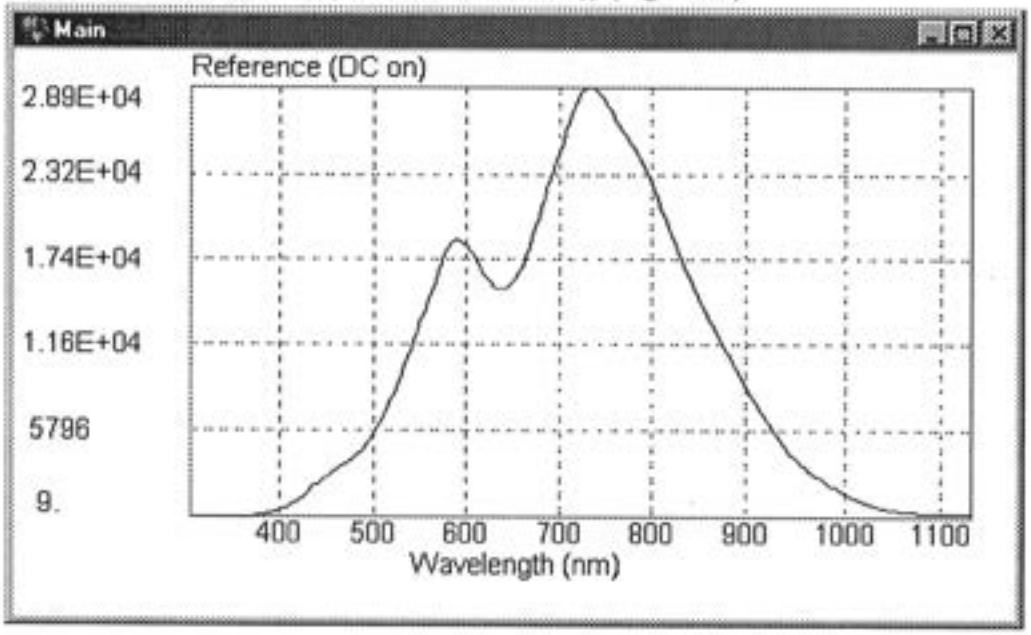

Figure 51. Typical Reference Scan (Integration Time = 100ms, Source = 80%).
9. Take a reference scan (Io) by pressing the "Reference" button on the instrument toolbar (Section 4.2.2.7., ("Reference" Button.)) (Figure 51).